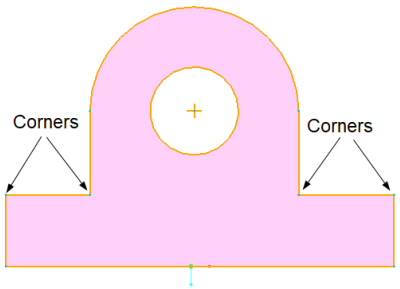

Figure 3-47 *Corners to be filleted*
1. Choose the **Circular Trim** option from the **Fillet** drop-down in the **Sketching** group; you are prompted to select the two entities to be filleted. The corners that you need to fillet are shown in Figure 3-47.